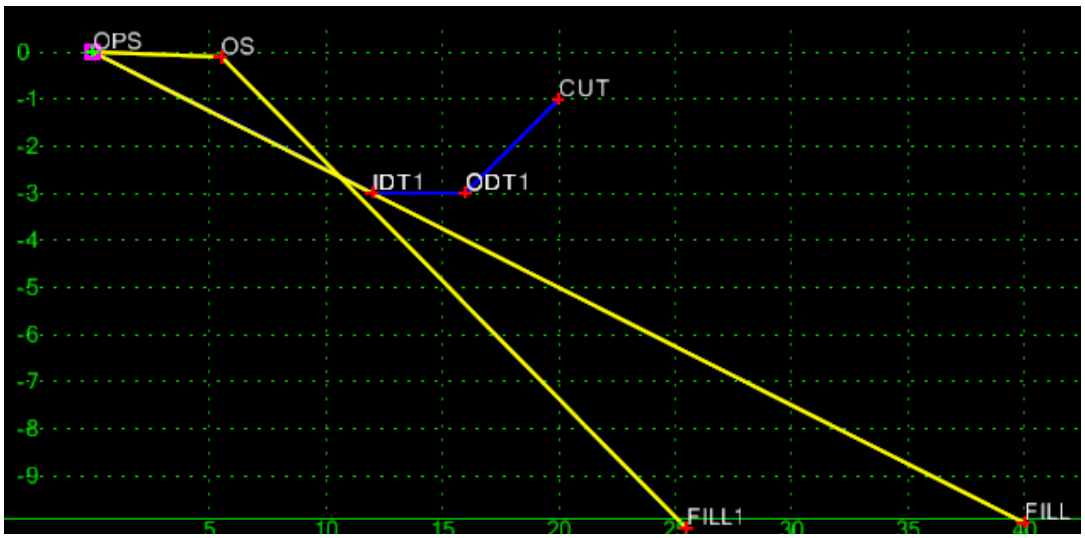

Figure L7-74 Create Template Grid
- Verify your Component matches that shown in *Figure L7-74*.